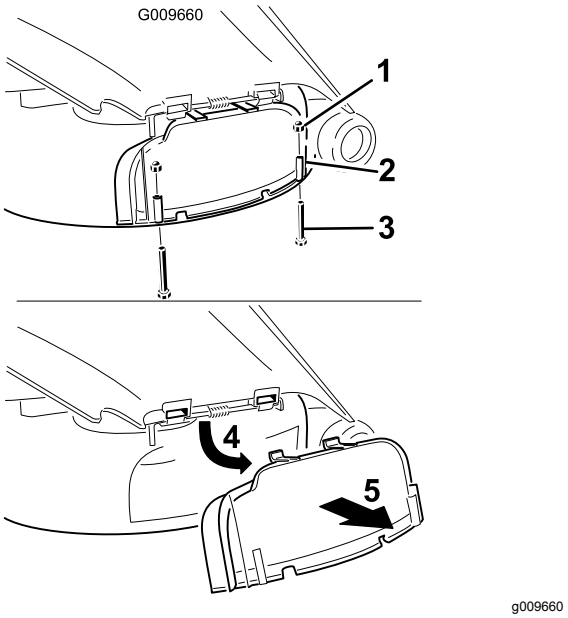

Figur 23
3. Fjern de to boltene og mutterne som fester utslippsdekselet til gressklipperen (Figur 23).